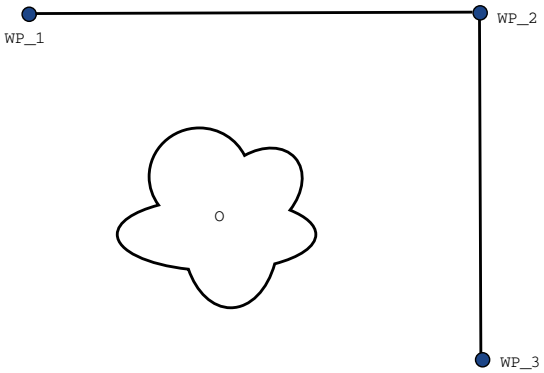

图 15.2: WP_1：初始位置，WP_2：通过点，WP_3：拾取位置，O：障碍物。
示例 以一个拾取和放置应用为例（参见图 15.2），在这里，机器人当前位于路点 1 (WP_1)，它需要在路点 3 (WP_3) 拾取一个对象。为避免与物体和其它障碍物 (O) 发生碰撞，机器人必须从路点 2 (WP_2) 的方向接近 WP_3。因此引进三个路点来创建一个满足要求的路径。